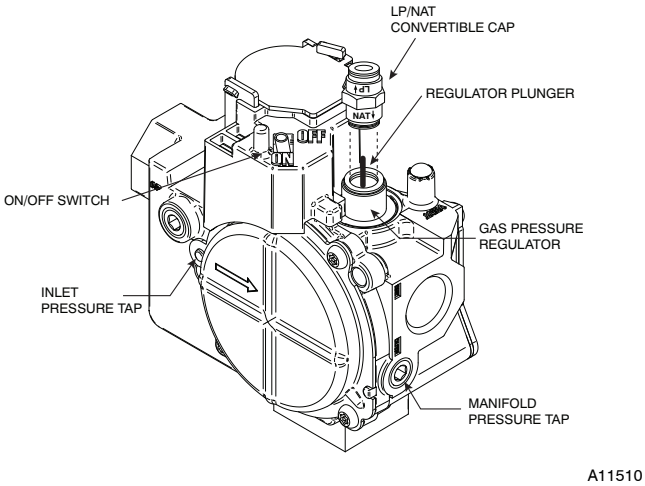

Fig. 21 - Convertible Gas Valve
1. Refer to Fig. 21.
1. Verify manometer is connected to inlet pressure tap on gas valve. (See Fig. 21.)
When correct input is obtained, make sure cap that conceals gas valve regulator adjustment screw is oriented properly for natural (NAT) gas. The NAT arrow should be pointing toward gas valve. (See Fig. 21.)